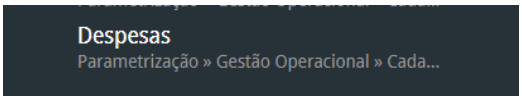

Figura 106: Caminho
2. Digite "Despesas"na **barra de pesquisa** (Figura 106) e selecione o resultado correspondente.